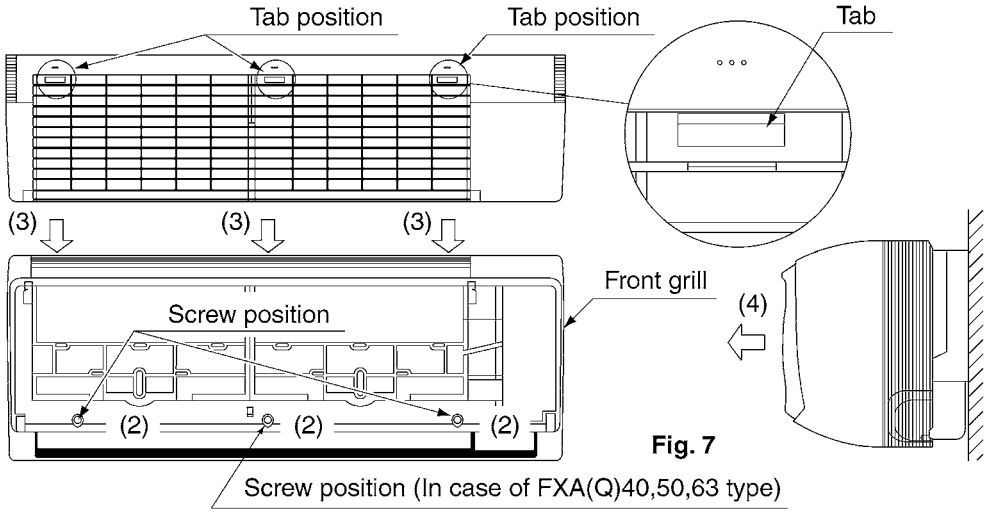

Fig. 7
- Remove the front grill. **(Refer to Fig. 7)**